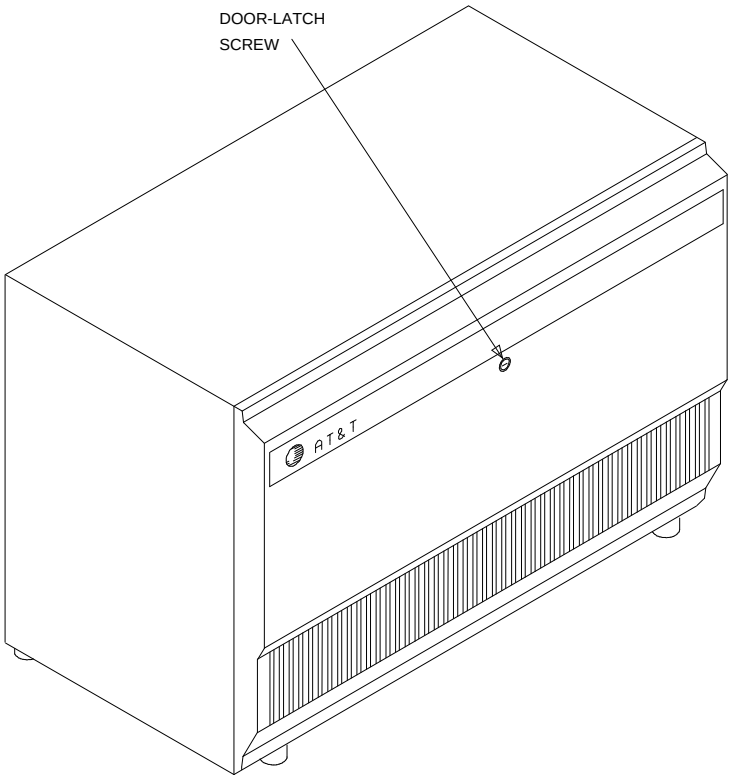

Figure 5-2. Location of Door-Latch Screw for G3r V4 Cabinet
1. Use a screwdriver, and turn door-latch screw counterclockwise one quarter turn to release door (see Figure 5-2).